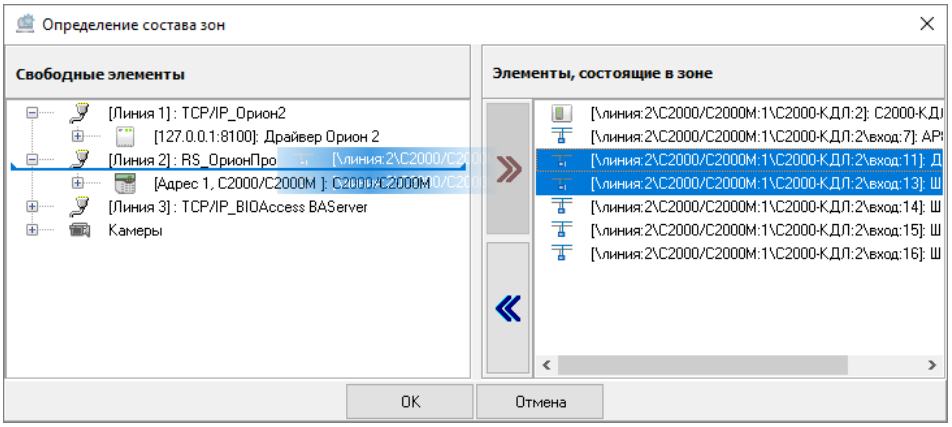

Рисунок 6-377 Удаление привязки объектов системы к системной зоне перетаскиванием
- выделите один или несколько объектов системы в поле «Элементы, состоящие в зоне» (для выделения сразу нескольких объектов системы нажмите на клавиатуре и удерживайте клавишу <Shift> для выбора диапазона или клавишу <Ctrl> для комбинированного выбора) и, удерживая нажатой левую клавишу мыши, перетащите выделенные объекты системы в поле «Свободные элементы» (см. Рисунок 6-377).